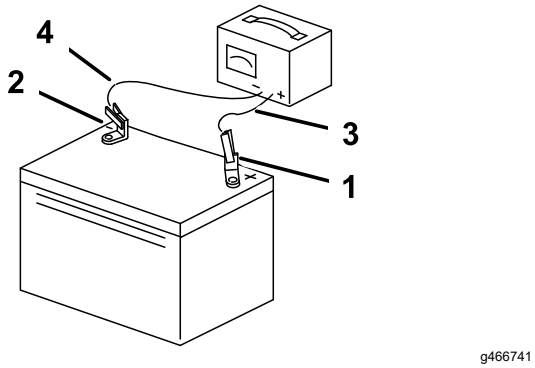

Figura 29
3. Cuando la batería esté completamente cargada, desconecte el cargador de la toma de electricidad, luego desconecte los cables del cargador de los bornes de la batería (Figura 29).